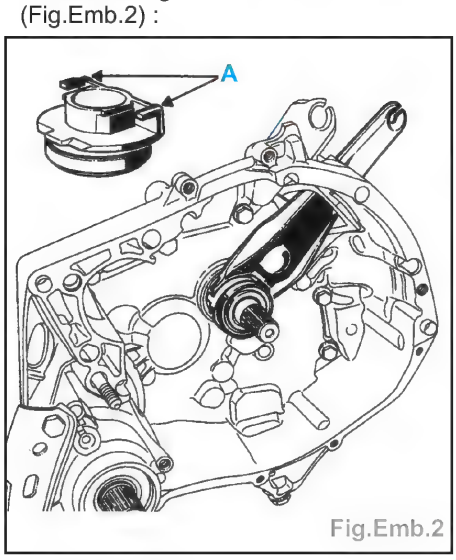

Fig.Emb.2
- Enduire de graisse **MOLYKOTE BR2** (Fig.Emb.2) :